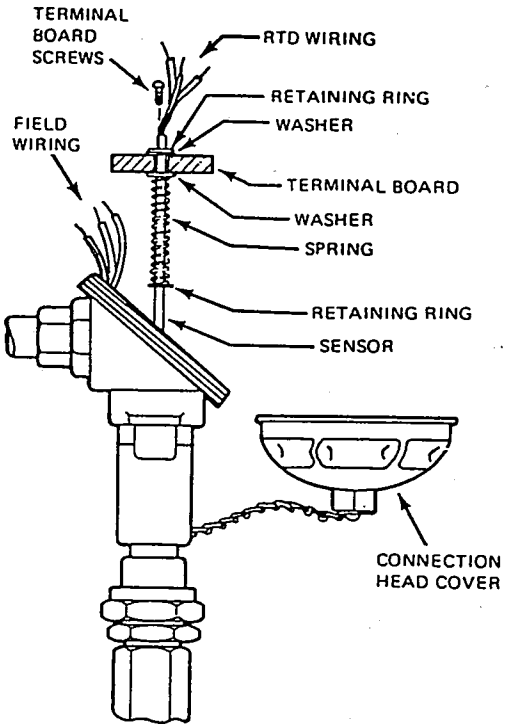

Figure 10. Spring-Loaded RTD
2. Remove terminal board screws (see Figure 10) and withdraw terminal board and sensor.